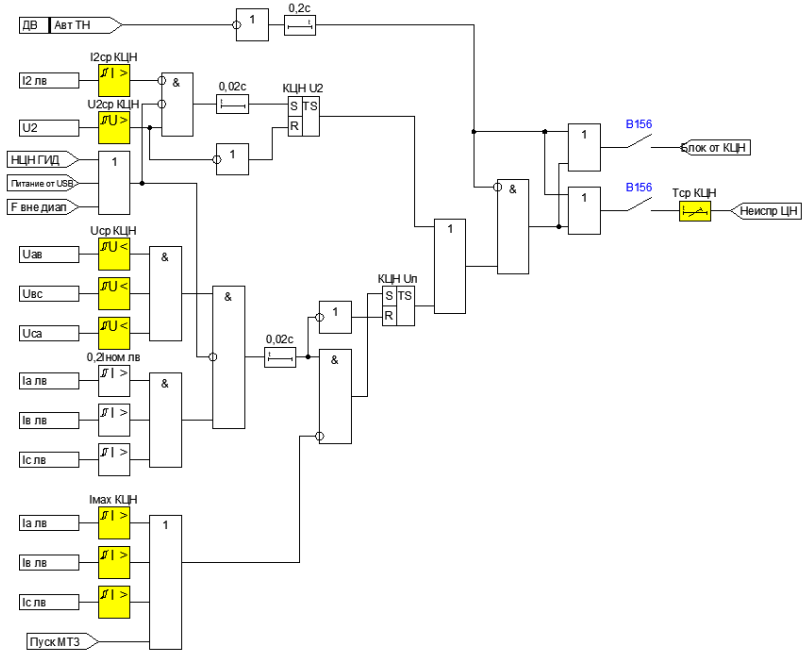

Рисунок 4.1.26 – Функциональная схема контроля ЦН
2) Обрыв цепей напряжения выявляется при одновременном выполнении следующих условий (Рисунок 4.1.26):